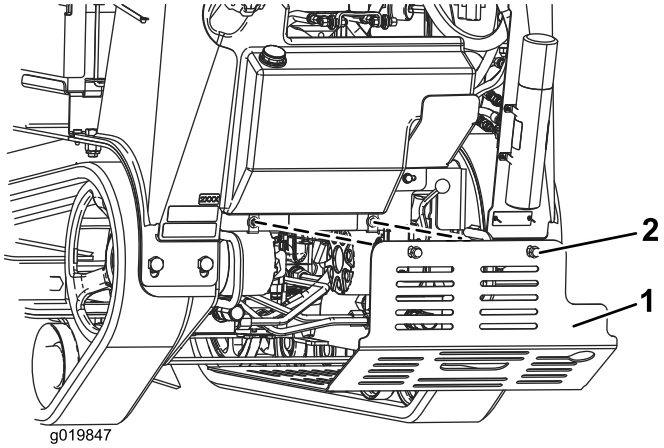

Figur 25
2. Lossa en i taget av bottenskyddets 2 skruvar tills skyddet lossnar (Figur 25).
2. För in bottenskyddet i maskinen (Figur 25).